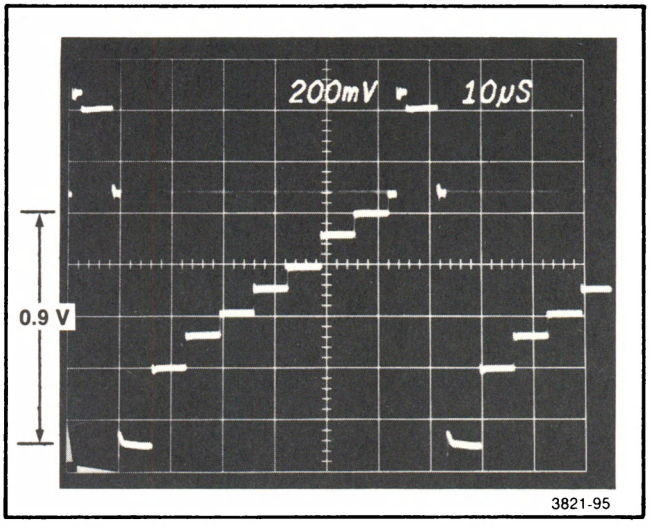

Fig. 7-26. Proper video amplitude at TP279 (Green) on A13A1.
d. ADJUST—R911 (Contrast Preset) on A8A1 for 0.9 V peak-to-peak video amplitude as shown in Fig. 7-26. Video amplitude is black level to white.